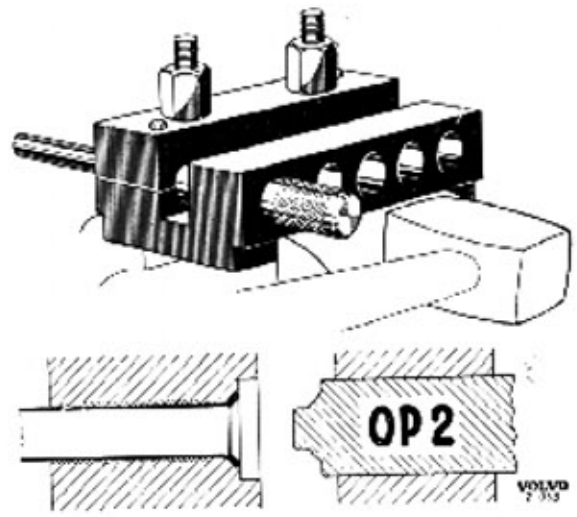

Bild 52-8. Kragning av bromsrör
4. Placera dornen OP 1 i verktyget. Slå på dornen med en kopparslägga tills dornen går i botten. Kanten på röret vikes då enligt bild 52-8.